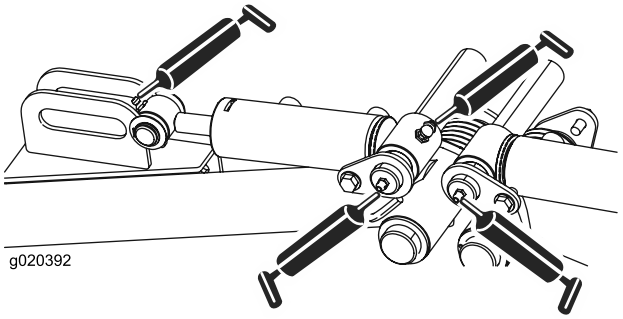

Figur 44
- Bakre løftearmstapper og løftesylindre (3 hver) (Figur 44)